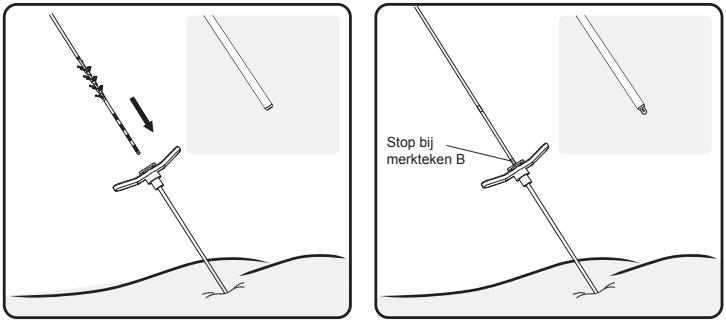

Afbeelding 13. De lead door de inbrenghuls inbrengen
8. Breng de tined lead (met stilet) voorzichtig in de inbrenghuls in tot het visuele merkteken B op de tined lead is uitgelijnd met de bovenkant van de handgreep van de inbrenghuls. Bevestig onder fluoroscopie dat alle elektroden op de lead zich proximaal van de distale tip van de huls bevinden (**afbeelding 13**).